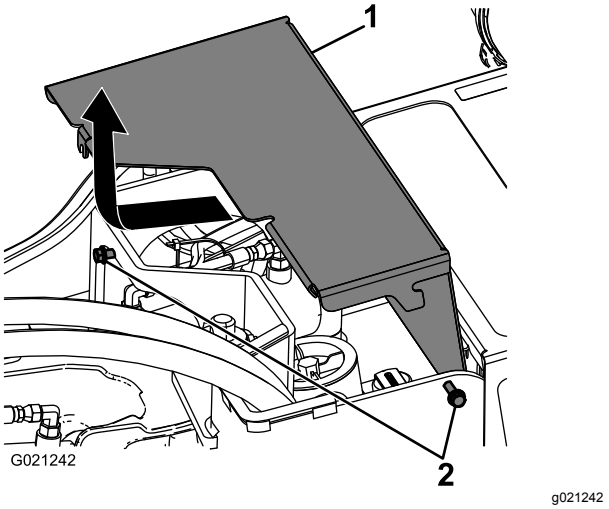

Figuur 24
3. Maak de 2 bouten los waarmee de voorkap aan de machine is bevestigd (Figuur 24).
4. Schuif de kap een beetje naar voren en trek ze naar boven om ze te verwijderen (Figuur 24).
5. Om de voorkap te monteren, schuift u ze op haar plaats en draait u de 2 bouten vast die u eerder hebt losgemaakt (Figuur 24).